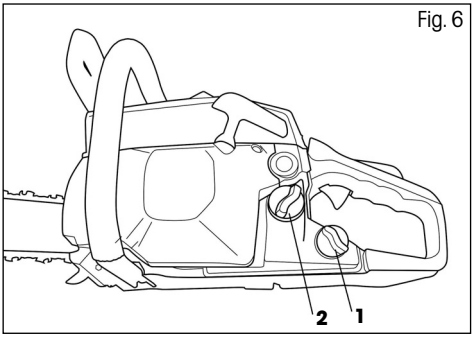

Fig. 6
- Screw off the oil tank cap (fig. 6, point 1).
- Screw off the fuel tank cap (Fig. 6, point 2) and pour in the fuel. Then screw the cap back on.